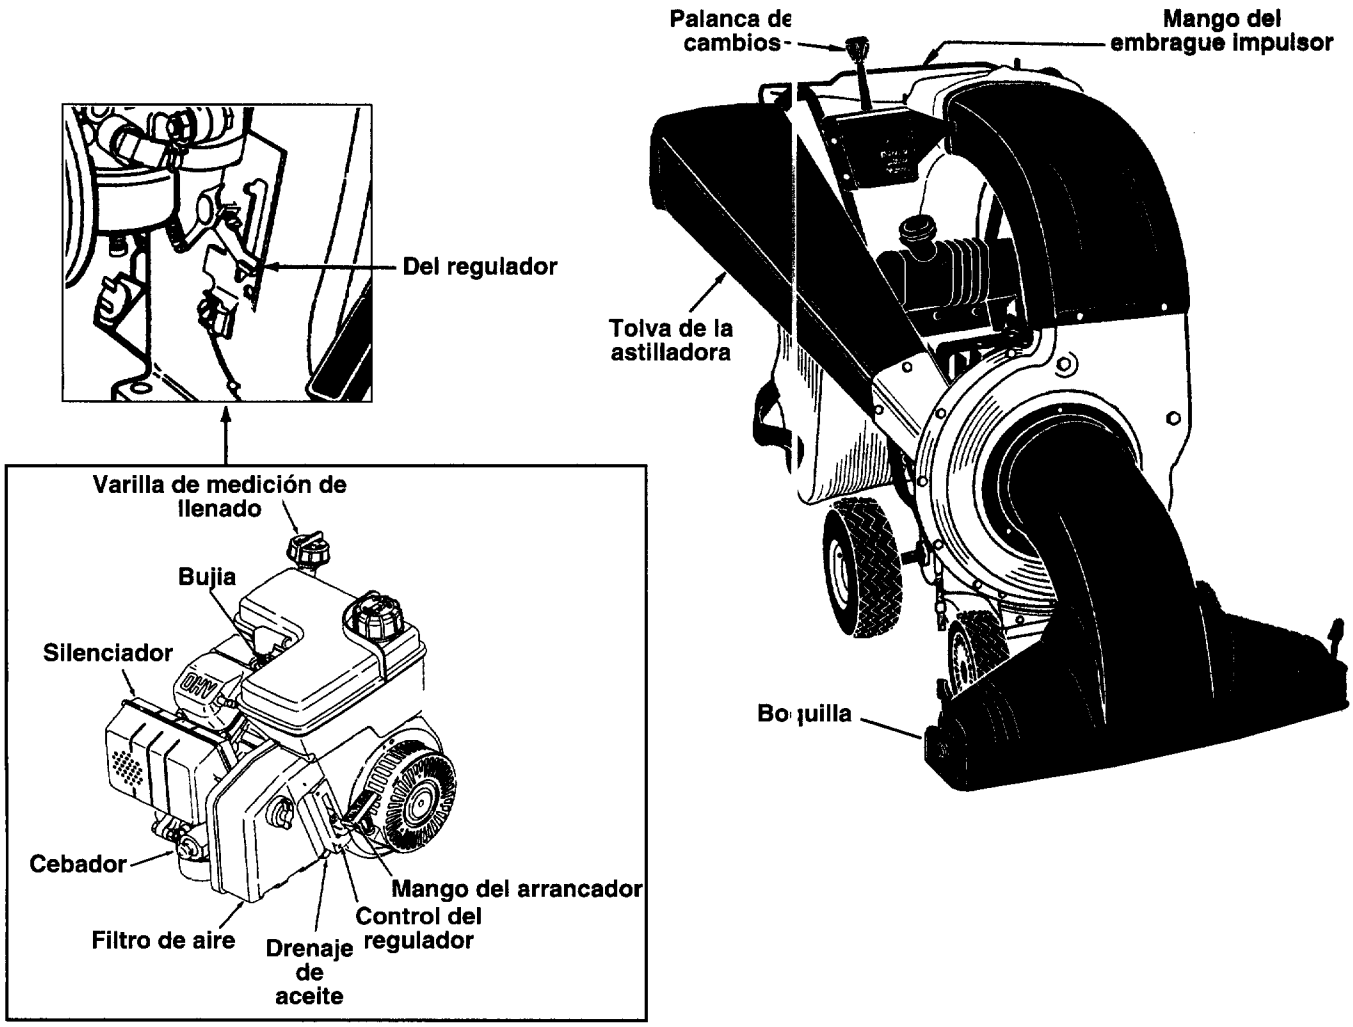

FIGURA 9.
- Fije el conductor de la bujía y la bota de goma a la bujía si fuera necesario. Para la ubicación vea la figura 9.
- Mueva la palanca de control del regulador a la posición STOP. Vea la figura 9.